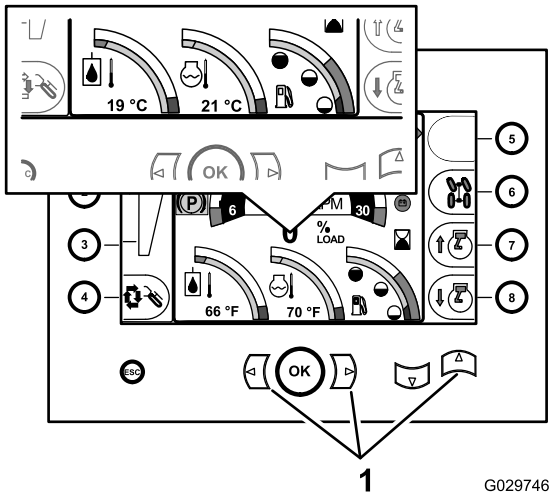

Figura 32
1. Vaya a la pantalla de inicio del centro de control (Figura 32).
2. Pulse los botones Izquierda + Derecha + Arriba (Figura 32).